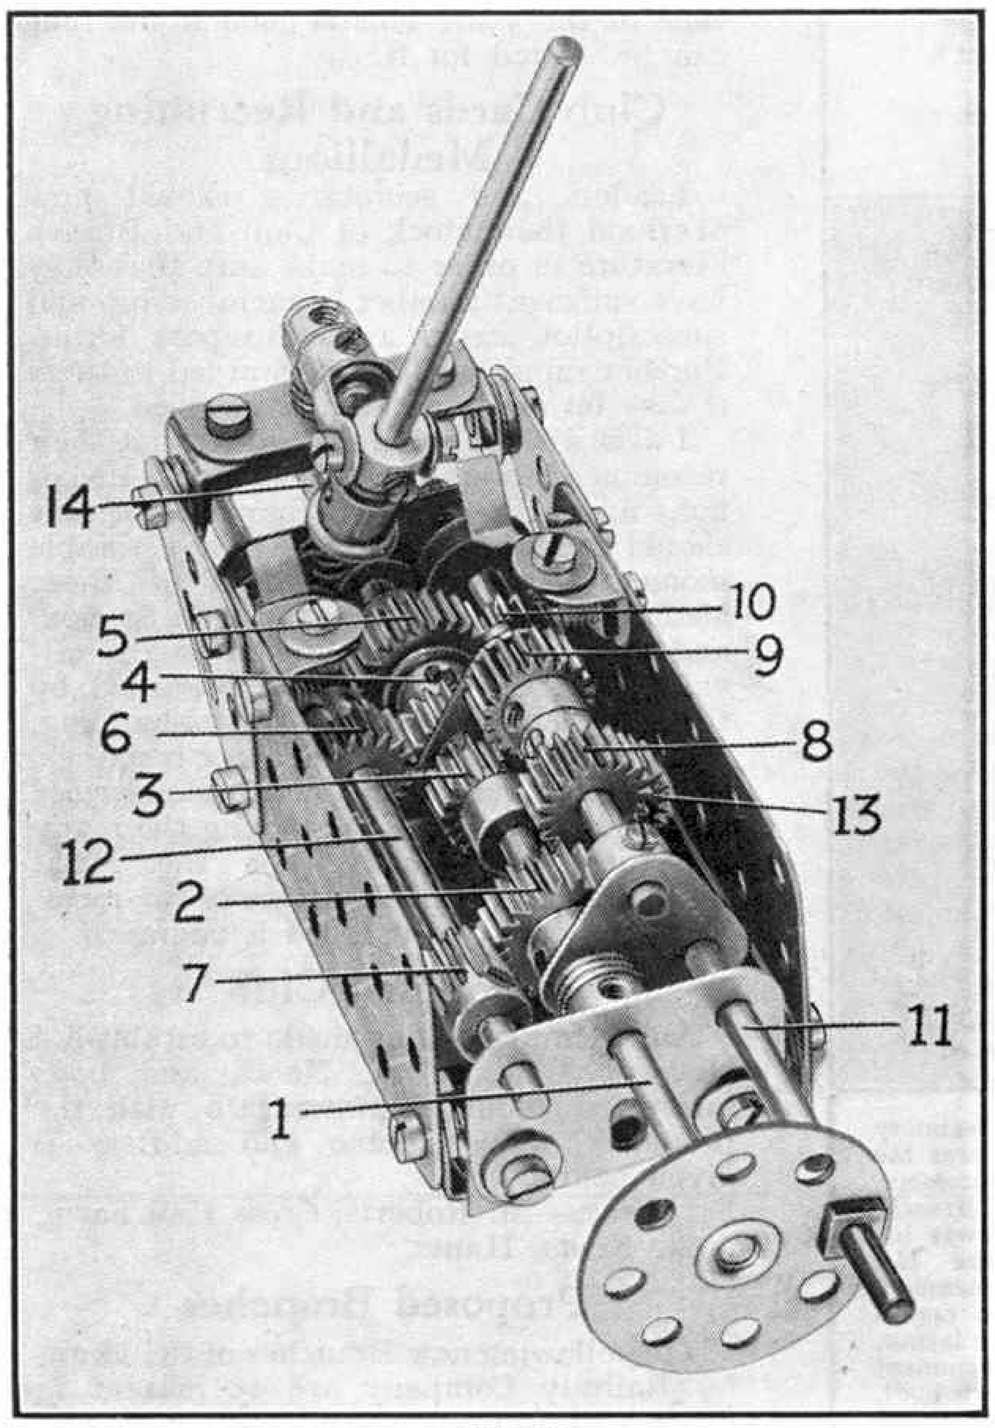

Fig. 482.
G. T. Parkyn, Barnet, has provided me with details of a compact three-speed and reverse gear-box that he designed with the object of reproducing as closely as possible the constructional method of operation of the gear-boxes usually fitted to small cars. An illustration of the gear-box is shown in Fig. 482 on the opposite page.